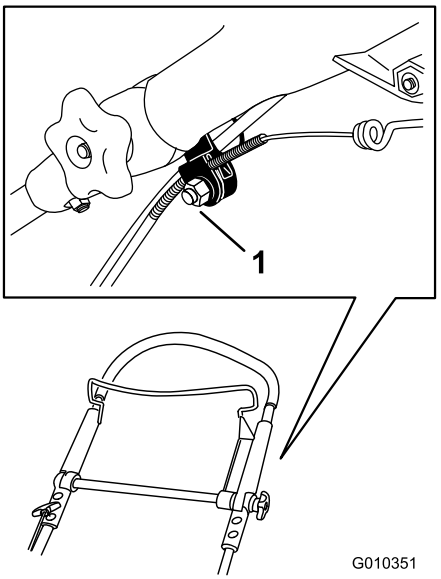

Figuur 36
1. Draai de moer op de kabelbevestiging los (Figuur 36).